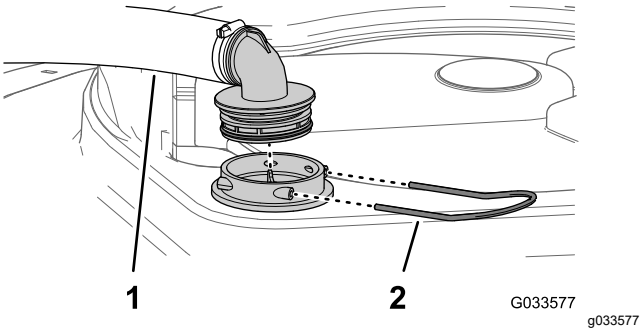

Figuur 28
2. Verwijder bovenaan de spuittank de borgclip waarmee de slangfitting bevestigd is aan de grote slang van de behuizing van de zuigkorf (Figuur 28).
3. Verwijder de slang en de slangfitting van de behuizing van de zuigkorf (Figuur 28).